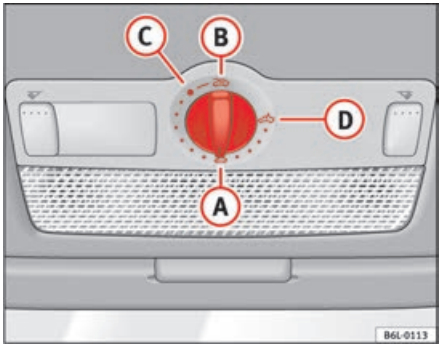

Fig. 54 Detail of the roof lining: rotary control for sliding sun roof/ deflector
– Turn the rotary button to position (A) ⇒ fig. 54 ⇒ ⚠. ▶